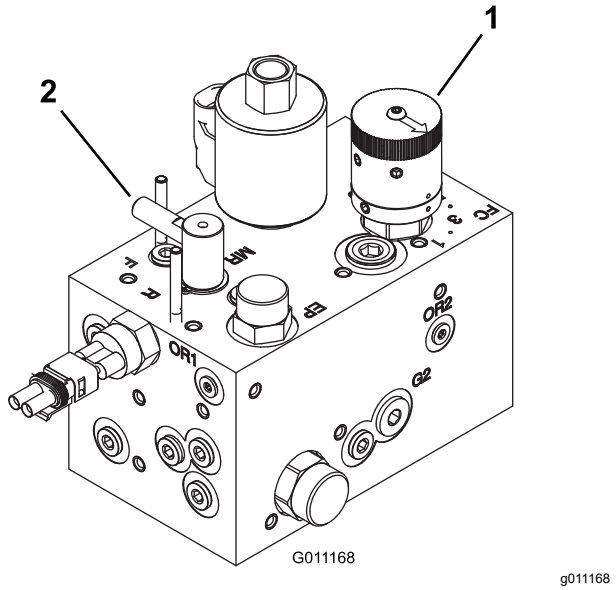

Figuur 39
3. Draai de regelknop voor het toerental van de messenkooien (Figuur 39) op het messenkooitoerental dat u hebt bepaald in stap 1.